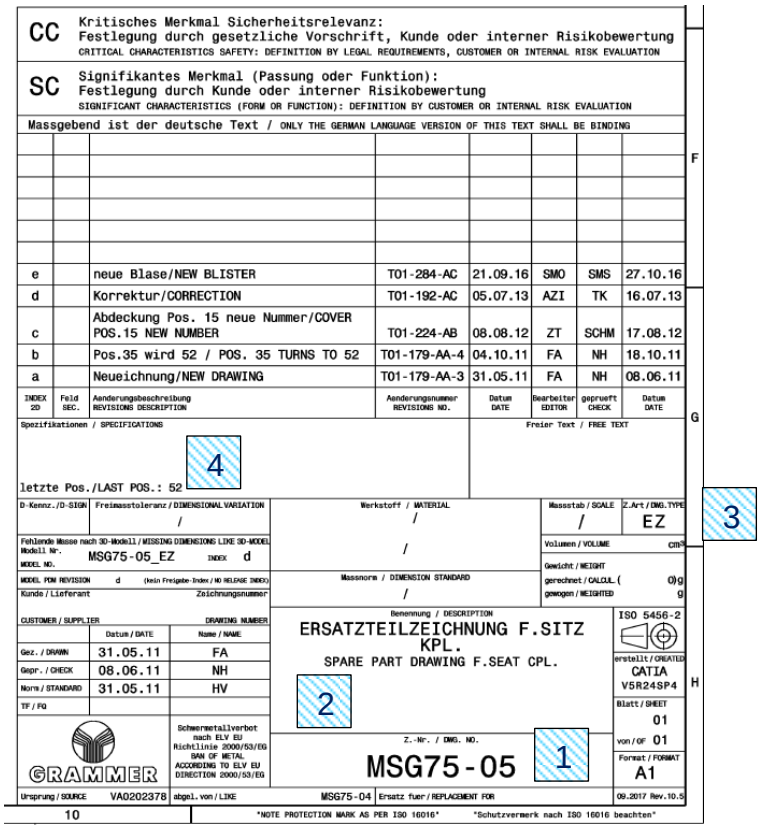

Figure 5.10.1
- The drawing number is entered both in the drawing title block *(see also Figure 5.1.3* 3 *Chapter 2.1.0*) and in the title block for the image part *(see Figure 5.10.1* 1 *Chapter 5.10*).